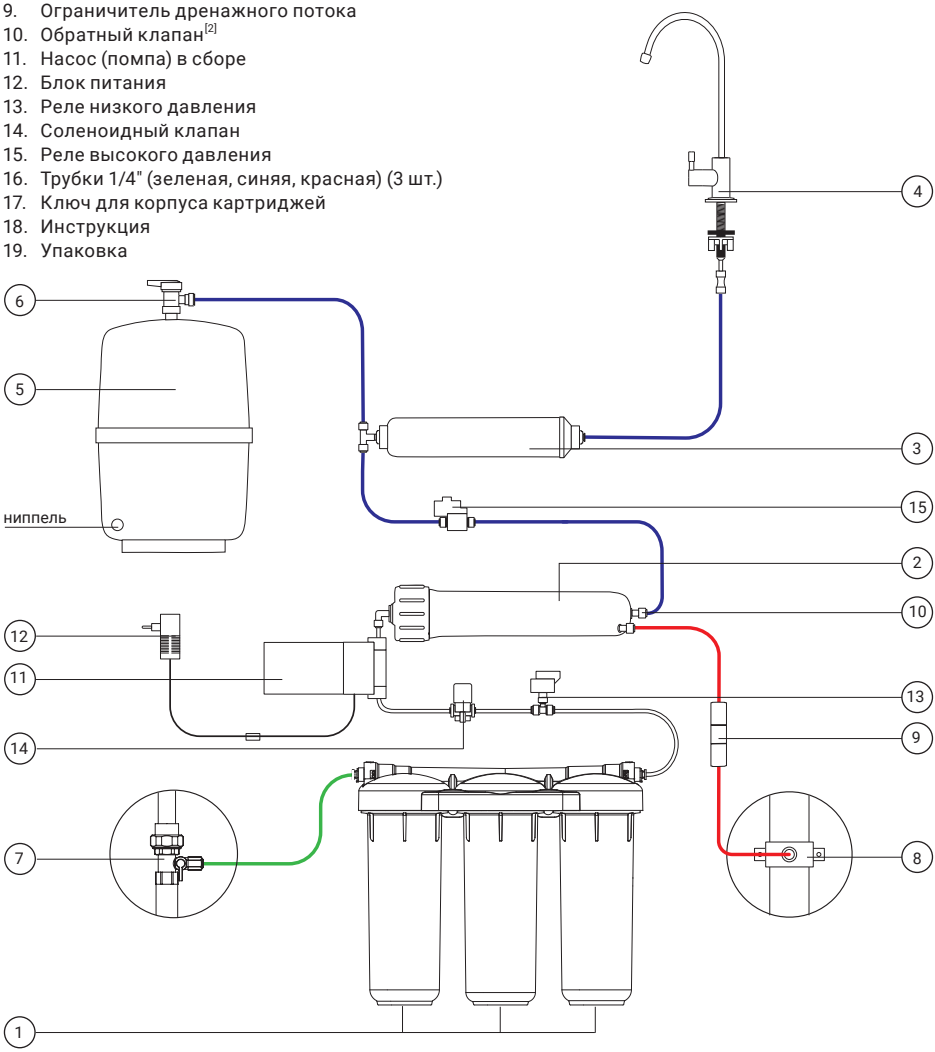
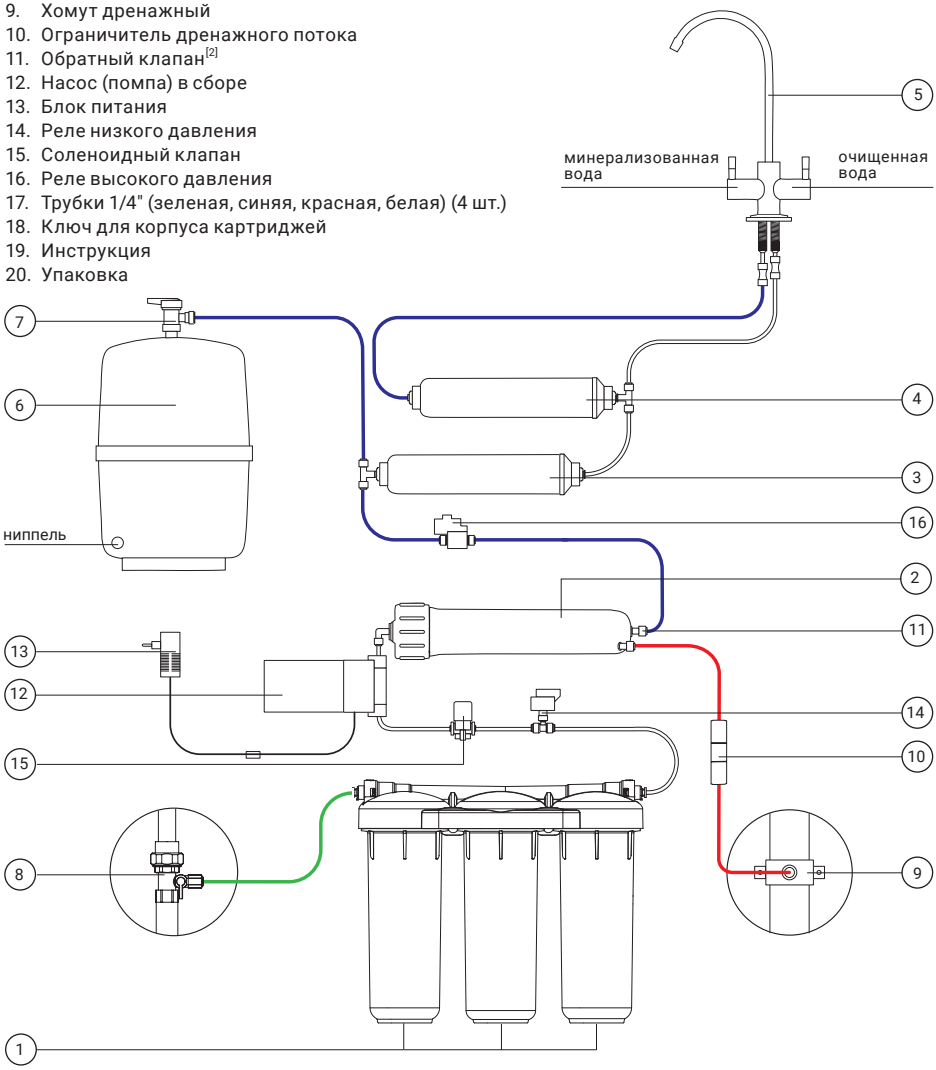

Рис. 2. Схема подключения Гейзер Аллегро П/Престиж П/Престиж ПТ/Нанотек П
Рис. 3. Схема подключения Аллегро ПМ/Премиум П/ Престиж ПМ
8. Согласно схеме подключения (см. рис. 2 или рис. 3) подключите одну часть синей пластиковой трубки в фитинг-тройник, подключенный к угольному постфильтру, другой конец трубки подключите в фитинг на выход из угольного постфильтра. В фильтрах с минерализатором белую пластиковую трубку из комплекта поставки подключите в фитинг на выход из минерализатора.
6. Подсоедините другой конец пластиковой трубки к ограничителю дренажного потока (см. рис. 2, рис. 3).